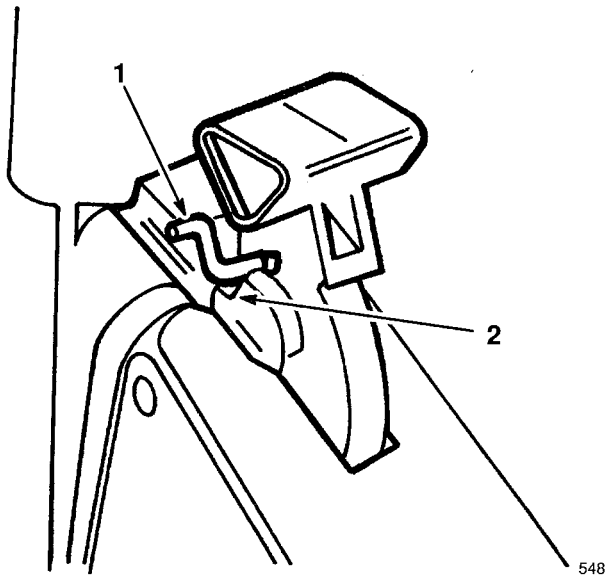

Figure 23
4. Pull handle rearward until handle latch locks in notch in bag door latch (Fig. 23). Discharge door in mower housing is now open and bag is locked into position. Latch should seat in bottom of notch.